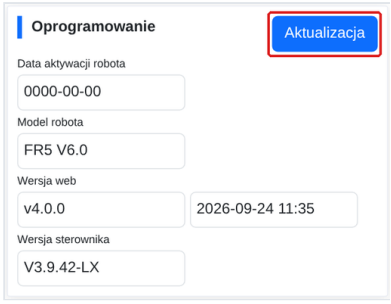

Rys. 1. O dotyczące, część Oprogramowanie. Zrzut z panelu 4.0 (końcówka -LX); na robocie od Aveny: v3.9.9 i końcówka -QX.
- **Ustawienia systemu → O dotyczące** *(System → About)*, część **Oprogramowanie** (Rys. 1):
- **Wersja sterownika** *(Controller version)*: wersja oprogramowania kontrolera. Ma własną numerację. Końcówka oznacza wariant kontrolera, np. **-QX** (roboty od Aveny); symulator pokazuje **-LX** (Rys. 1).